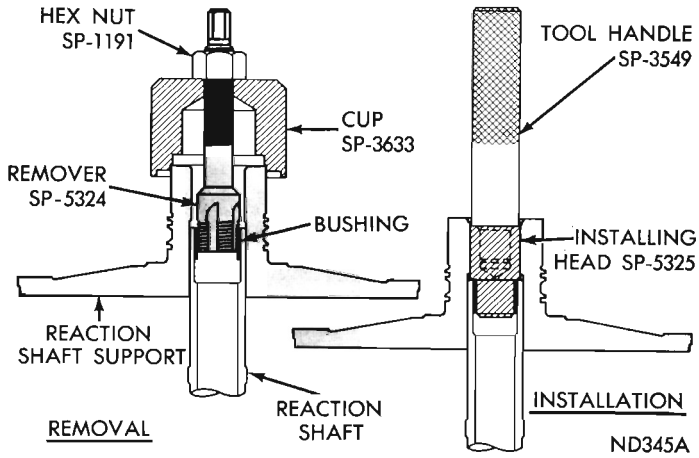

Fig. 61—Replacing Reaction Shaft Bushing (A-904)
(1) Assemble remover Tool SP-5324, cup Tool SP-3633, and hex nut Tool SP-1191 (Fig. 61).
(2) With cup held firmly against reaction shaft, thread remover into bushing as far as possible by hand.
(3) Using a wrench, screw remover into bushing 3 to 4 additional turns to firmly engage threads in the bushing.
(4) Turn hex nut down against cup to pull bushing from reaction shaft. Thoroughly clean reaction shaft to remove chips made by remover threads.
(5) Lightly grip bushing in a vise or with pliers and back tool out of the bushing. Be careful not to damage threads on bushing remover.
(6) Slide a new bushing on installing head Tool SP-5325, and start them in the bore of reaction shaft (Fig. 61).
(7) Support reaction shaft upright on a clean smooth surface and install handle Tool SP-3549 in installing head. Drive bushing into the shaft until tool bottoms.
(8) Thoroughly clean reaction shaft support assembly before installation.